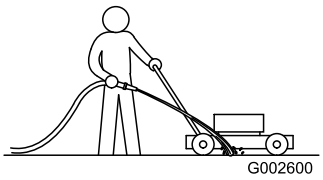

Figur 48
1. Mens motoren går og klipperen står på en flat, asfaltert, rett en vannstråle mot høyre bakhjul (Figur 48).